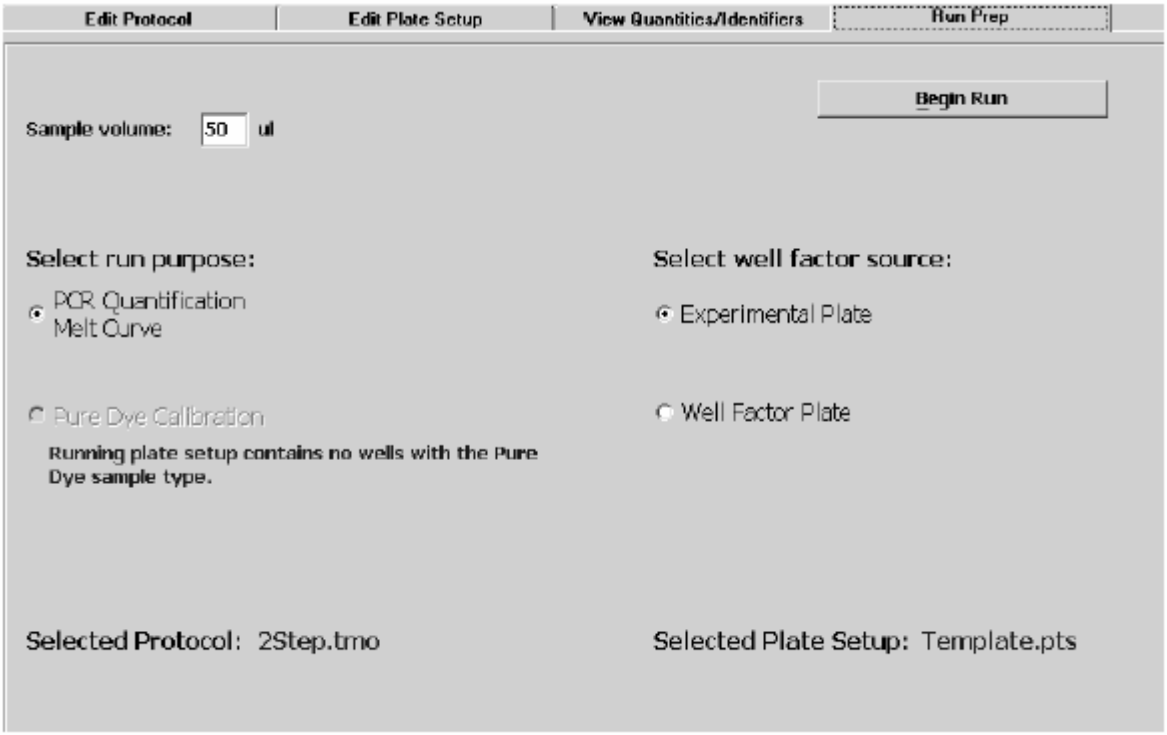

Рис.2-1. Окно запуска Выполнения анализа.
8. В таблице анализа препарата (**RUN PREP**) проверьте правильность выбора протокола и описания планшета. Введите объем пробы. Укажите тип анализа (количественная ПЦР, кривая плавления или калибровка чистыми красителями) и режим определения факторов лунок. Нажмите кнопку начала анализа (**BEGIN RUN**), рис. 2.1.
Предпочтительно использовать экспериментальный планшет в качестве источника WF. Собранные таким образом WF называются динамическими факторами лунки (**DYNAMIC WELL FACTORS**). Единственное требование к использованию динамических WF состоит в том, чтобы каждая экспериментальная лунка содержала одинаковые концентрации одних и тех же красителей. В каждом слое красителей флюорофоры должен иметь одинаковую концентрацию, однако концентрации разных слоев могут различаться. Например, если все лунки на планшете содержат 50 нмоль флюоресцеина, 100 нмоль HEX, 125 нмоль Texas Red и 200 нмоль Cy5, то можно использовать динамические WF, поскольку состав флюорофоров одинаков во всех лунках. Но если одни лунки содержат 100 нмоль флюоресцеина, а другие 200 нмоль флюоресцеина, динамические WF использовать нельзя. В этом случае используются внешние WF. Сбор динамических WF полностью автоматизирован и начинается после нажатия переключателя экспериментальной плашки в окне анализа препарата (**RUN PREP**), см. рис.2-1.